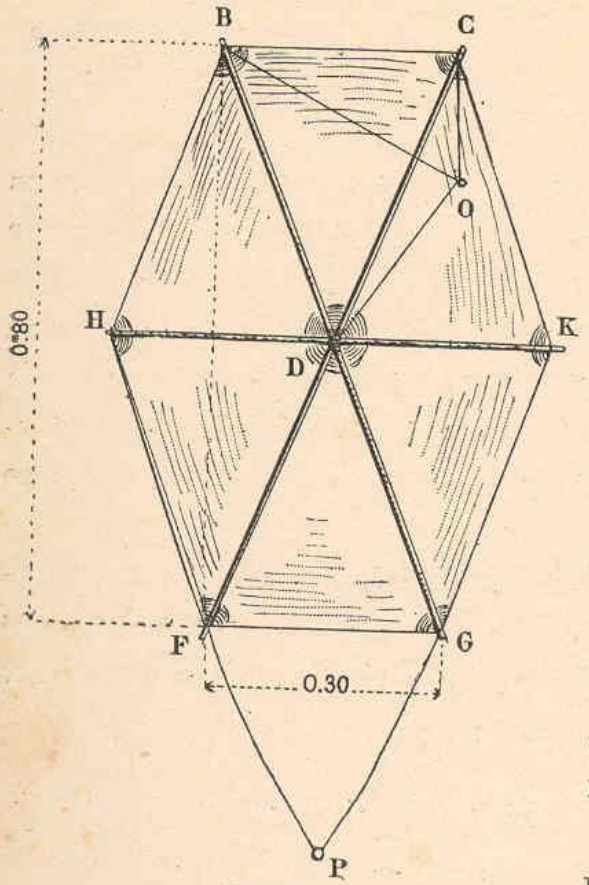

Fig. 49.
M. F. Pottier, ingénieur des arts et manufactures, a donné dans *La Nature* (1) la description d'un cerf-volant polygonal, dit cerf-volant américain, d'une forme excellente, très simple à construire et d'une grande docilité à l'enlevage et à la manœuvre. Sa forme est celle d'un hexagone irrégulier, plus haut que large (fig. 49). Les proportions du triangle BCD sont, en effet, de 3 pour la base et 4 pour la hauteur. Nous prendrons donc, par exemple, BC $= 0^m,30$ et BF $= 0^m,80$.